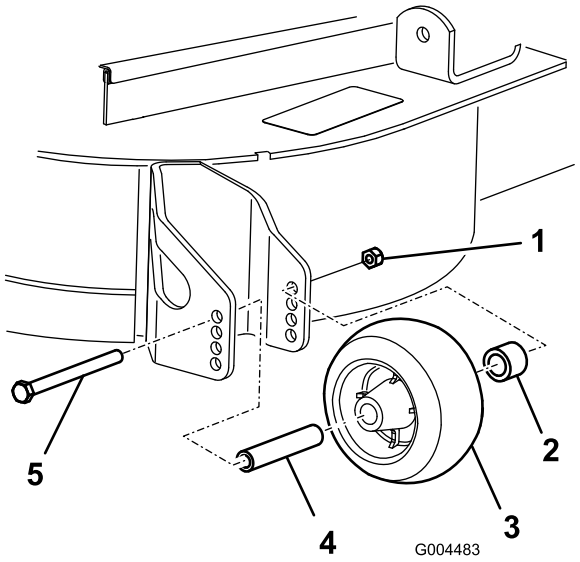

Figur 18
3. Etter å ha justert klippehøyden, juster valsene ved å fjerne flensmutteren, hylsen, avstandsstykket og bolten (Figur 18).
5. Monter flensmutteren, hylsen, avstandsstykket og bolten. Stram til med et moment på 54–61 Nm (Figur 18).